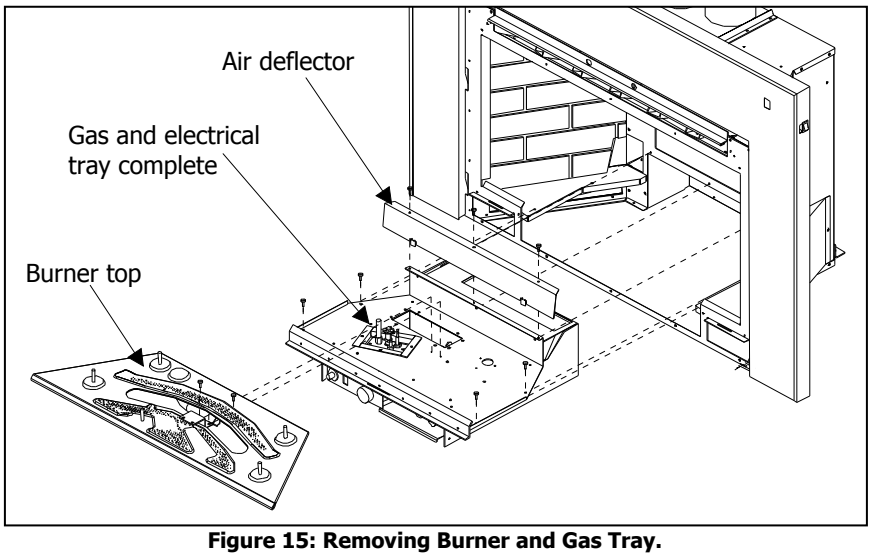

Figure 15: Removing Burner and Gas Tray.
1. Turn the unit off, open the door and remove the log set. Remove the burner tray top by removing the two (2) screws located in the center of the burner tray (see Figure 15). Slide tray to the left and lift out. Remove brick panels (see Removing and Installing Brick Panels).
3. Remove the three (3) screws that hold the air deflector in place on the back firewall (see Figure 15) and undo the remaining screws that hold the burner assembly in the appliance. Carefully remove the gas tray assembly from the firebox, ensuring that no wires or gas lines are damaged.
STEP 3. Open the door by unscrewing the two (2) 5/16" bolts on the top corners of the door frame. Lift the door off the mount at the bottom of the door frame.
STEP 5. Remove the burner tray top by removing the two (2) screws located in the center of the burner tray (see Figure 15). Slide tray to the left and lift out.